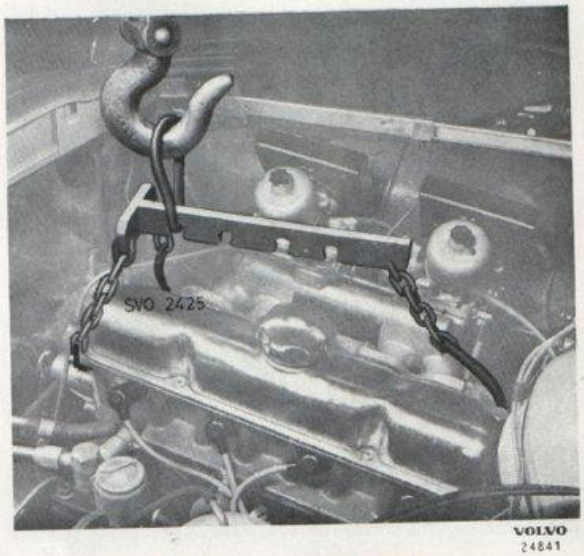

Bild 1-31. Urlyftning av motorn
7. Sätt fast lyftverktyg SVO 2425 vid motorn. Skruven på verktyget drages fast i hålet vid cylinderlockets framända, krokarna sättes under grenröret fram och bak. Se bild 1-31.